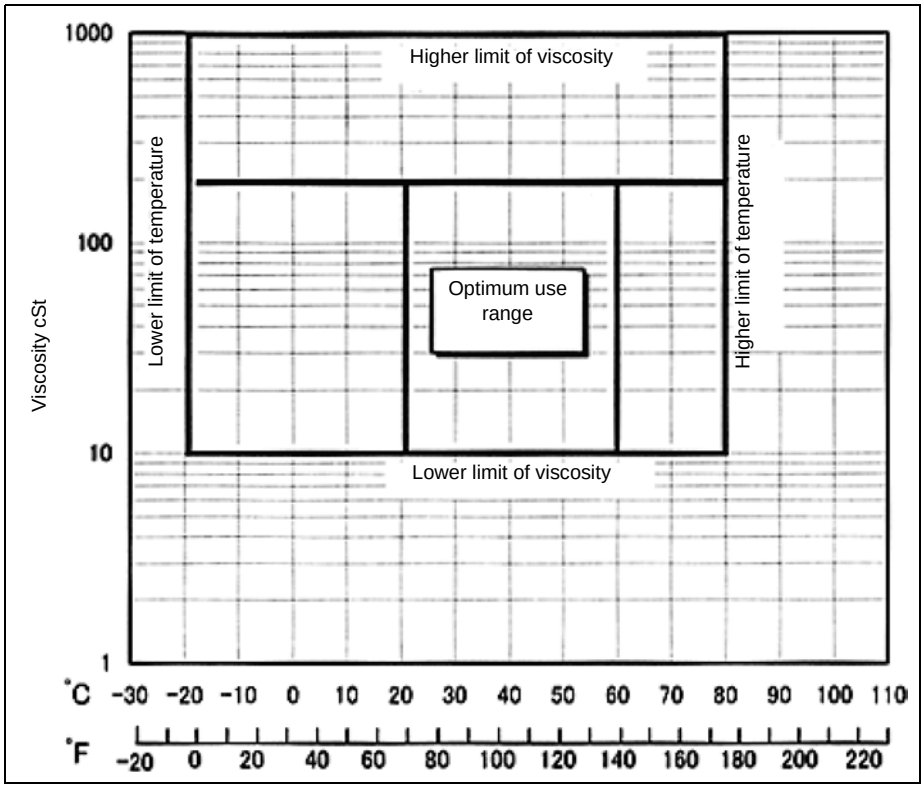

Figure 6. Optimum viscosity range and temperature range
2) Optimum Viscosity and Temperature of Hydraulic Oil (Figure 6)